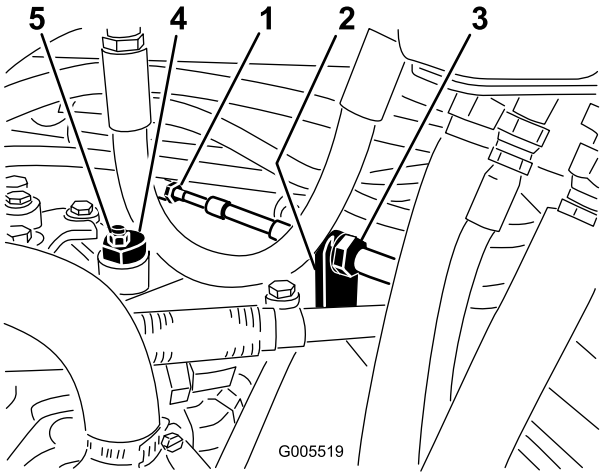

Figur 52
A. Løsn begge kontramøtrikkerne, der fastgør traktionskontrolkablet til kantpladen på hydrostaten (Figur 52). Sørg for, at kontramøtrikkerne er løsnet lige meget og kan justeres tilstrækkeligt.
Bemærk: Løsn den bolt, der fastgør den excentriske bolt til den øverste del af hydrostaten (Figur 52).
C. Drej den excentriske bolt, indtil der ikke forekommer krybning i nogen retning. Når hjulet holder op med at dreje, skal den møtrik, der låser den excentriske bolt og justeringen, tilspændes (Figur 52). Kontroller indstillingen med gashåndtaget i positionerne langsom og hurtig.
D. Låsemøtrikkerne skal tilspændes lige meget fra hver side af kantpladen for at fastgøre traktionskablet til kantpladen (Figur 52)Kablet må ikke snos.